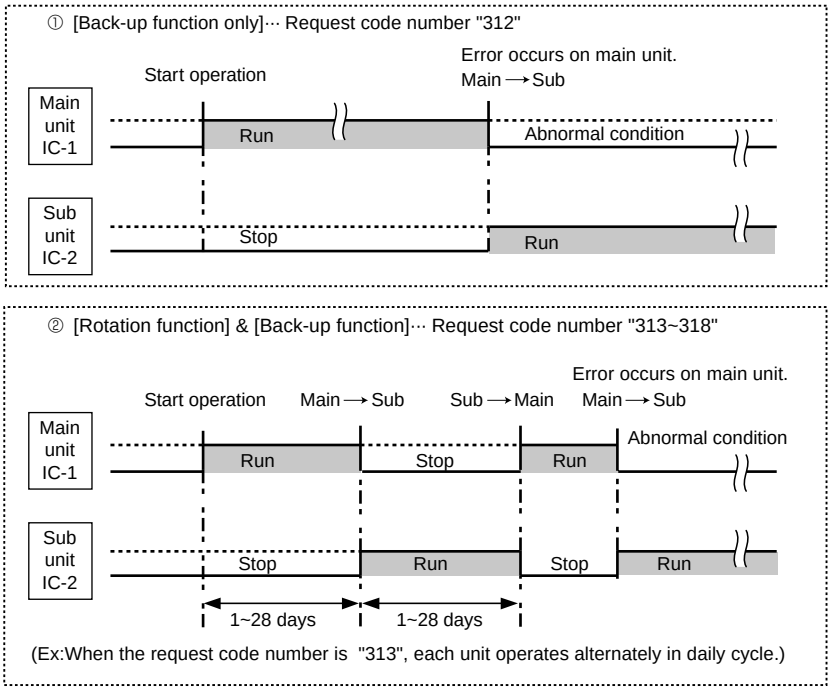

Fig. 1
· This function is available only by the grouping control system(INDOOR UNIT : OUTDOOR UNIT=1:1) of 2 refrigerant groups.(Refer to Fig. 1)
· Main indoor unit should be connected for wired remote controller and the transmission line(TB5) for main and sub unit should also be connected. (Refer to Fig. 1)
1. Removing the air intake grille (1) Slide the intake grille holding 2 knobs backward to open the intake grill. (2) When the intake grille left open, push the stoppers on the rear 2 hinges to pull out the intake grille.	**Figure 1**
2. Removing the electrical box (1) Remove the air intake grille. (See the figure 1) (2) Remove the screw from the beam and remove the beam. (3) Remove the screws from the electrical cover, and remove the electrical cover. (4) Disconnect CN6V, CN21 and CN29. (5) Remove the screws from the electrical box and pull out the electrical box. <Electrical parts in the electrical box> Terminal block (for indoor / outdoor connecting line) Terminal block (for electric heater : PCH only) Terminal block (for remote controller) Fan motor capacitor Indoor control board Relay (PCH only) Power board	**Figure 2**
3. Removing the fan motor (1) Remove the intake grille. (See the figure 1) (2) Disconnect the fan motor connector. (3) Remove screws for removing the motor guard. (4) Remove screws for removing the fan guard. (5) Remove the screw for removing the motor support at both left and right side. (6) Loosen the set screws at the fan motor side of the connecting joint. (7) Slide the fan motor to the left side and pull it out.	**Photo 2**
4. Removing the sirocco fan (1) Remove the air intake grille. (See the figure 1) (2) Remove 1 beam. (3) Remove screws for removing the motor guard. (4) Remove screws for removing the fan guard. (5) Remove the lower casing while pressing the stoppers at upper side of the casing. (6) Loosen the set screws at the connecting joint. (7) Remove the sirocco fan and shaft together by sliding the shaft to the left. (Note) Make sure that the upper side casing is snapped to the fan plate securely with catch.	**Photo 3**
5. Removing the side panel (1) Remove the air intake grille. (See the figure 1) (2) Remove the screw from the side panel, and remove the side panel by sliding the panel to the front.	**Figure 3**
6. Removing the vane motor (1) Remove the air intake grille. (See the figure 1) (2) Remove the left side panel. (See the figure 3) (3) Remove the relay connector of vane motor. (4) Remove the electrical box. (5) Remove the screws of vane motor, then remove vane motor. (Note) Connect the lead wires and connectors properly and place them in the proper position so that the wires are not pinched by other parts.	**Photo 4**
7. Removing the Indoor coil thermistor (1) Remove the air intake grille. (See the figure 1) (2) Remove the right side panel. (See the figure 3) (3) Remove the relay connector of the pipe thermistor. (4) Remove the screw, and remove the check panel. (5) Extract the indoor coil thermistor from the holder. <Caution for the installation> There is a possibility for the short circuit when connector gets wet by water through the thermistor lead wire. Therefore, lead wire of the indoor coil thermistor should be tied as shown in the photo 6.	**Photo 5**
8. Removing the Under panel (1) Remove the air intake grille. (See the figure 1) (2) Remove the beam. (3) Remove the side panel (right and left). (See the figure 3) (4) Remove the 9 screws of the under panel, then remove the under panel. ※ Weight of the under panel : approx. 2kg.	**Photo 7**
9. Removing the drain pan (1) Remove the air intake grille. (See the figure 1) (2) Remove the beam. (3) Remove the side panels of right and left. (See the figure 3) (4) Remove the under panel. Remove the screws of the right and left side drain pan. (5) Remove the 2 insulations in centre of the drain pan, and after removing the 2 screws, remove the drain pan. (Note) Please aware that there might be drain left in the drain pan when you remove the drain pump (option).	**Photo 8**
10. Removing the guide vane (1) Remove the intake grille. (See the figure 1) (2) Remove the beam. (3) Remove the side panels on right and left. (See the figure 3) (4) Remove the under panel. (See the photo 7) (5) Remove the drain pan. (See the photo 8) (6) Remove the screw from the guide vane, then remove the guide vane.	**Photo 9**
11. Removing the Auto vane (1) Remove the intake grille. (See the figure 1) (2) Remove the left side panel. (See the figure 3) (3) Remove the left side box. (4) Remove the under panel. (5) Remove the screw from the auto vane. (6) Slide the auto vane to the right side and pull the auto vane out.	**Photo 10**
12. Removing the electric heater. (PCH only) (1) Remove the air intake grille. (See the figure 1) (2) Remove the beam. (3) Remove the electrical box cover and disconnect the connector (6P red) of the heater. (4) Loosen 2 clamps for the heater lead wires. (5) Remove the side panel (right and left). (See the figure 3) (6) Remove the under panel. (See the photo 7) (7) Remove the drain pan. (See the photo 8) (8) Remove the 3 screws from the service panel. (9) Pull out the heater with the service panel.	**Photo 11**